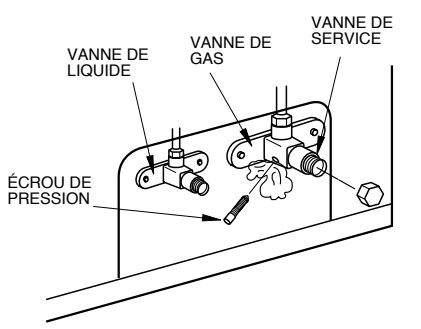

Fig. 16
7. Ouvrir complètement les deux vannes, aussi bien celle de gaz que celle de liquide (Fig.16).